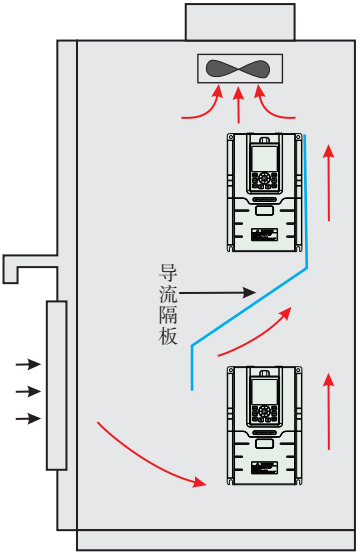

图 3-2 多台变频器的安装示意图
- ◆ 多台变频器采用上下安装时，中间应用导流隔板，如图3-2所示；